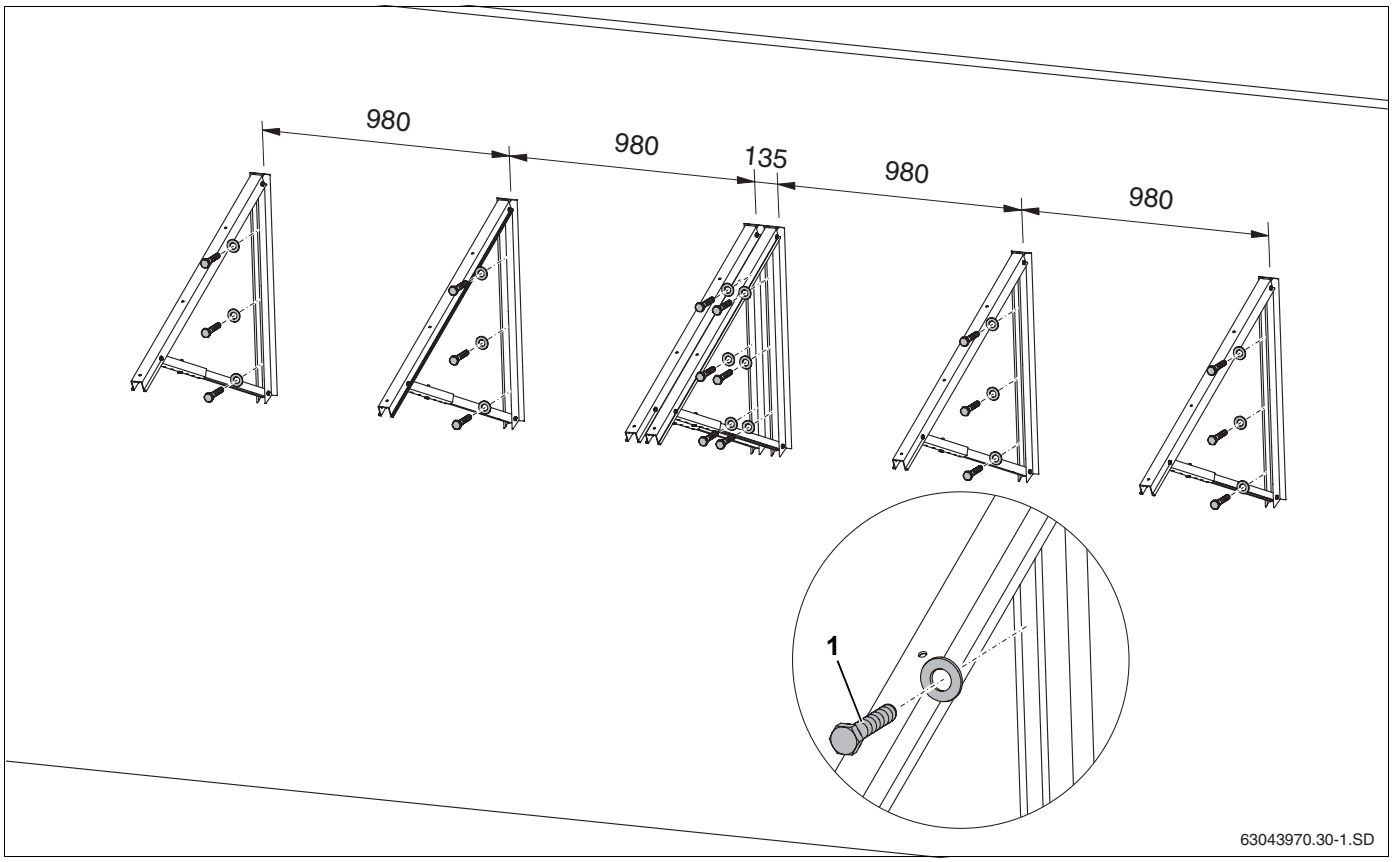

Rys. 30 Montaż wsporników na fasadzie do 2 kolektorów (wymiary w mm)
- Przymocować każdy ze wsporników kolektora obok siebie na fasadzie przy pomocy 3 śrub (patrz tab. 9, rys. 30, **poz. 1**).